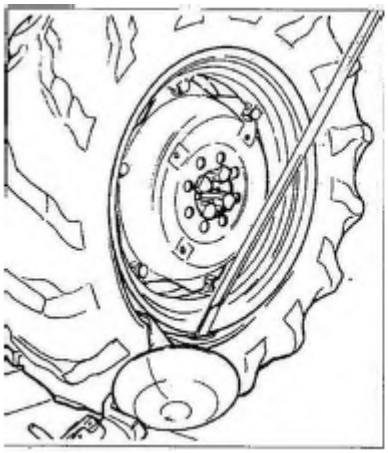

Рис. 26
5) Вставьте рычаг LA (17, рис. 26) между ободом и бортом справа от инструмента.